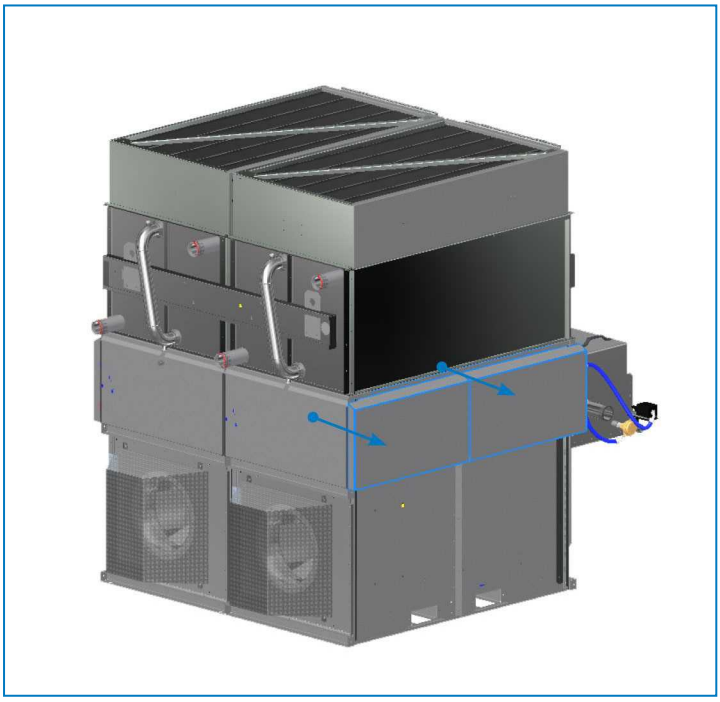

Рис. 12. Расположение проводки компонентов
2. Снимите боковую защитную панель, расположенную на противоположной стороне от панели управления. Найдите провод компонента (сливного клапана, датчика электропроводности или клапана подпитки), размещенный под защитной панелью. См. рисунок 12.